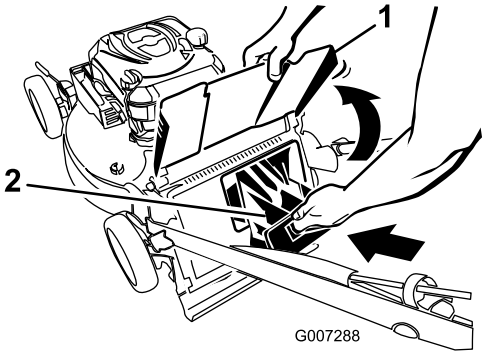

Figur 23
4. Sätt i den bakre utkastarpluggen (Figur 23).